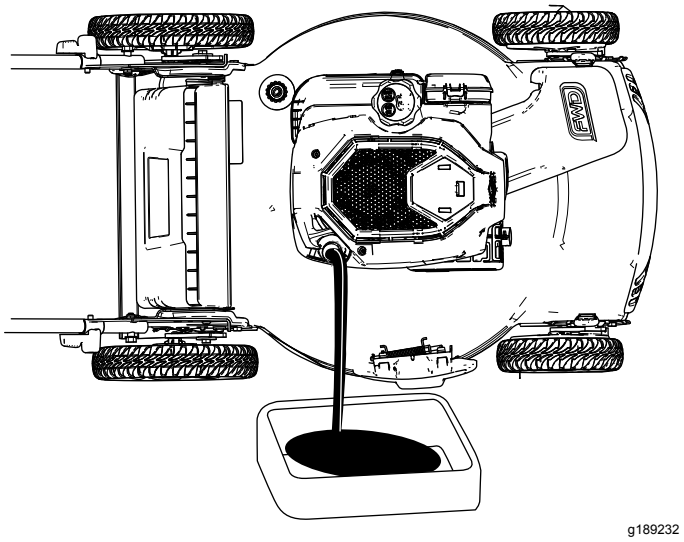
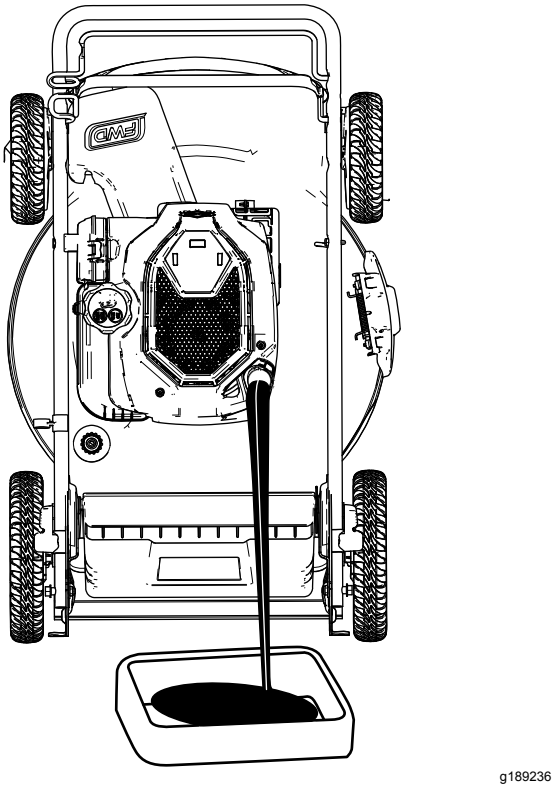

Рисунок 27
Рисунок 28
4. Поверните машину на бок (воздушный фильтр должен быть направлен вверх), чтобы слить отработанное масло из маслозаливной горловины (Рисунок 27), или установите машину в вертикальное положение, предназначенное для хранения (Рисунок 28). Чтобы слить использованное масло из маслозаливной горловины, см. раздел Хранение машины в вертикальном положении. (страница 14).